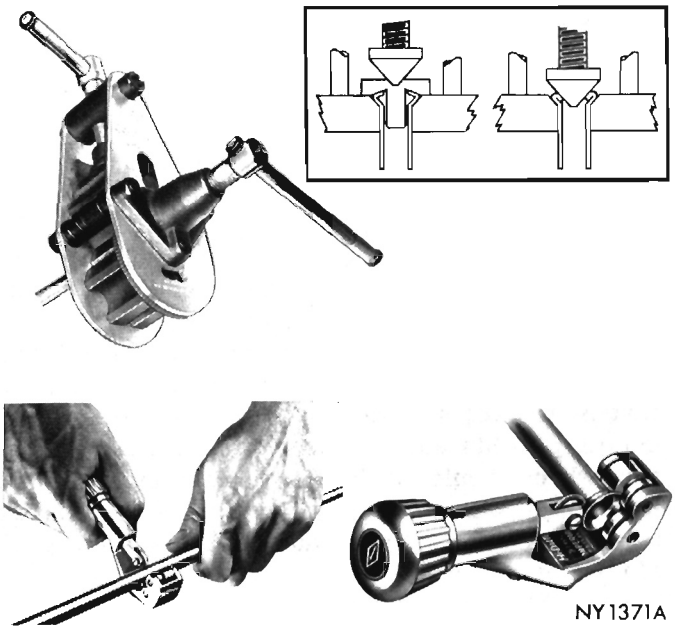

Fig. 3—Cutting and Flaring Steel Tubing
(1) Using Tool C-3478, cut off damaged seat or damaged tubing (Fig. 3).
(2) Ream out any burred or rough edges showing on inside edges of tubing. This will make the ends of tubing square and insure better seating of flared end tubing. **Place compression nut on tubing prior to flaring tubing.**
(3) To flare tubing open handles of flaring Tool C-3838 and rotate jaws of tool until the mating jaws of tubing size are centered in area between vertical posts.
(4) Slowly close handles with tubing inserted in jaws but do not apply heavy pressure to handle as this will lock tubing in place.
(5) Place gauge "Form A" on edge over end of tubing and push tubing through jaws until end of
tubing contacts the recessed notch of gauge matching the size of tubing (Fig. 3).